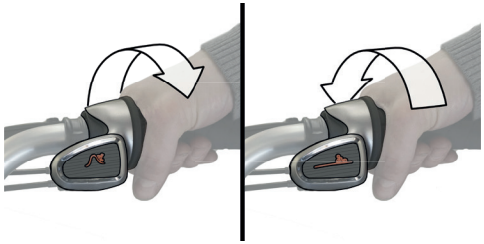

Abbildung 27 : Schalten in einen leichteren (niedrigeren) oder schwereren (höheren) Gang
a. Schalten Sie in einen niedrigeren Gang (vor dem Losfahren oder Bergauffahren), indem Sie den Griffschalter **83** oder **117** im Uhrzeigersinn stufenlos verstellen (siehe Abbildung 27).
Bei einem Griffschalter mit Griffanzeige wechselt die Abbildung auf der Griffanzeige 83 von einem Fahrrad auf einer (eher) ebenen Fläche zu einem Fahrrad auf einem Hügel (siehe Abbildung 27).
b. Schalten in einen höheren Gang (bei schneller Fahrt oder bergab) durch stufenloses Drehen des Griffschalters **83** oder **117** gegen den Uhrzeigersinn (siehe Abbildung 27).
Bei einem Griffschalter mit Griffanzeige wechselt die Abbildung auf der Griffanzeige 83 von einem Fahrrad auf einem Hügel zu einem Fahrrad auf einer (eher) ebenen Fläche (siehe Abbildung 27).